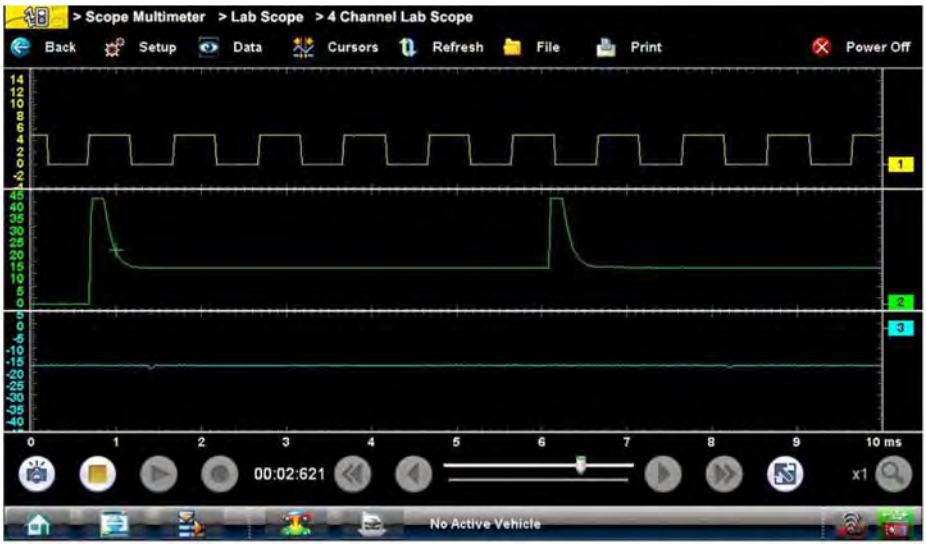

Figure 8-25 *Sample 3 Windows display*
- **3 windows**—shows three traces, one below another, on the same screen (Figure 8-25).